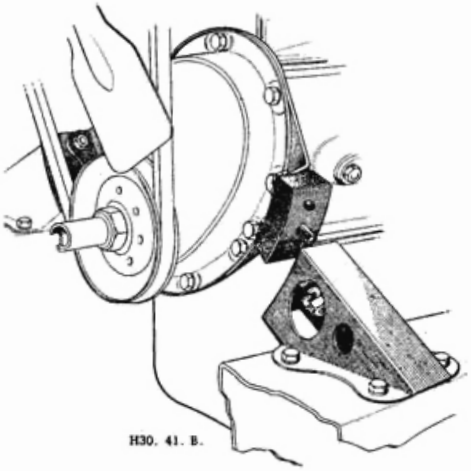

Fig. A.9.
(11) Disconnect the speedometer cable at the gearbox.
(12) Release the clutch pedal pull-off spring and take the nut, locknut and washers off the front end of the clutch operating rod.
(13) Release the two setscrews in the inner, and the two nuts and bolts in the outer, clutch pedal shaft support flanges, then slide the shaft away from the gearbox to free it. In the case of right-hand drive cars, the pin in the outer spherical bush must be removed before the shaft can be freed.
(14) Uncouple the propeller shaft from the rear axle by removing the bolts, nuts and lock washers and draw the front end of the shaft out of the gearbox.
(15) Remove the bonnet top after taking out the bolts which secure it to the hinge. Remove the air cleaner. Support the engine/gearbox as a unit by means of suitable lifting tackle on the engine sling brackets above the rocker cover.
(16) Remove the nut and washer securing each of the two front engine mounting rubbers to the mounting brackets. Raise the engine an inch or so and detach the mounting bracket from each side of the frame after removing four nuts and bolts. See Fig. A.9.
(17) On A30 cars, remove the two setcsrews from the clamping plate under the gearbox rear cover and on A35 cars, take out two setpins which pass through the transmission tunnel (one each side from inside the car) into the gearbox cross-member and from below the car, take off the nuts securing the cross-member.
(18) Lower the engine/gearbox as a unit on to a suitable trolley jack after ensuring that no obstruction remains.
(19) Raise the front wheels onto blocks high enough